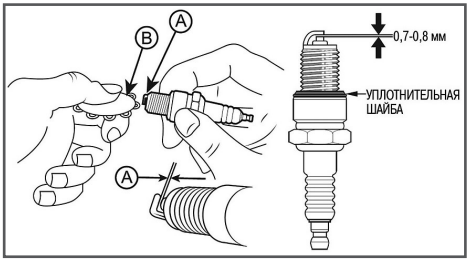

Рис. 19 Зазор между электродами свечи зажигания
4. Измерьте зазор А между электродами свечи зажигания специальным щупом В (Рис. 19). Зазор должен быть 0,7-0,8 мм (Рис. 19). При увеличении или уменьшении требуемого зазора, рекомендуется заменить свечу, так как регулировка зазора может привести к изменению качества искрообразования.